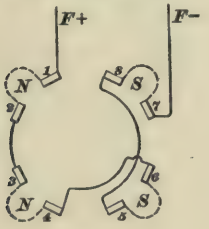

FIG. 11.
**11. Wrong Field Connections.**—In Figs. 11, 12, 13, and 14 are shown several wrong connections that can be, and often are, made in replacing one, two, or more field coils.
of the motion of the hands of a watch. Lug No. *2* is connected to lug No. *4*; No. *3* to No. *5*; No. *6* to No. *8*; Nos. *1* and *7* being reserved for the car-hose wires $F+$ and $F-$. In Fig. 11, the mistake has been made of connecting lug No. *2* to No. *3*,